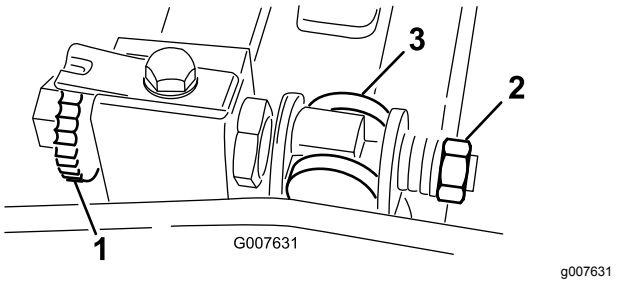

Figuur 61
1. Draai de stelschroef van de ondermesbalk linksom om het ondermes weg te trekken van de messenkooi (Figuur 61).
2. Draai de veerspanningsmoer uit totdat de drukring niet meer tegen de ondermesbalk is geklemd (Figuur 61).